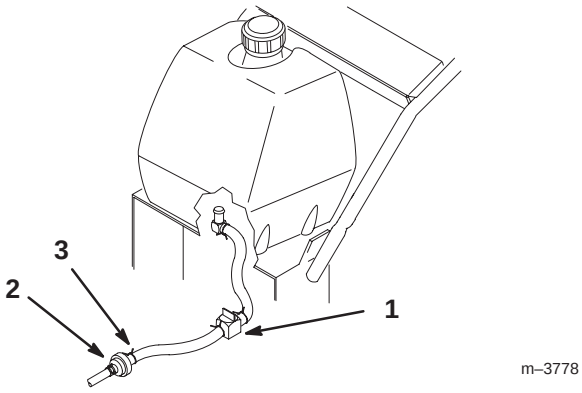

Figure 38
3. Close the fuel shut-off valve in fuel line (Fig. 38).
4. Squeeze the ends of the hose clamp together, and slide it up the fuel line away from fuel filter (Fig. 38).
5. Pull the fuel line off the fuel filter (Fig. 38).
3. Close the fuel shut-off valve (Fig. 38).
4. Squeeze the ends of the hose clamps together and slide them away from the filter (Fig. 38).
7. Open the fuel shut-off valve at the fuel tank (Fig. 38).